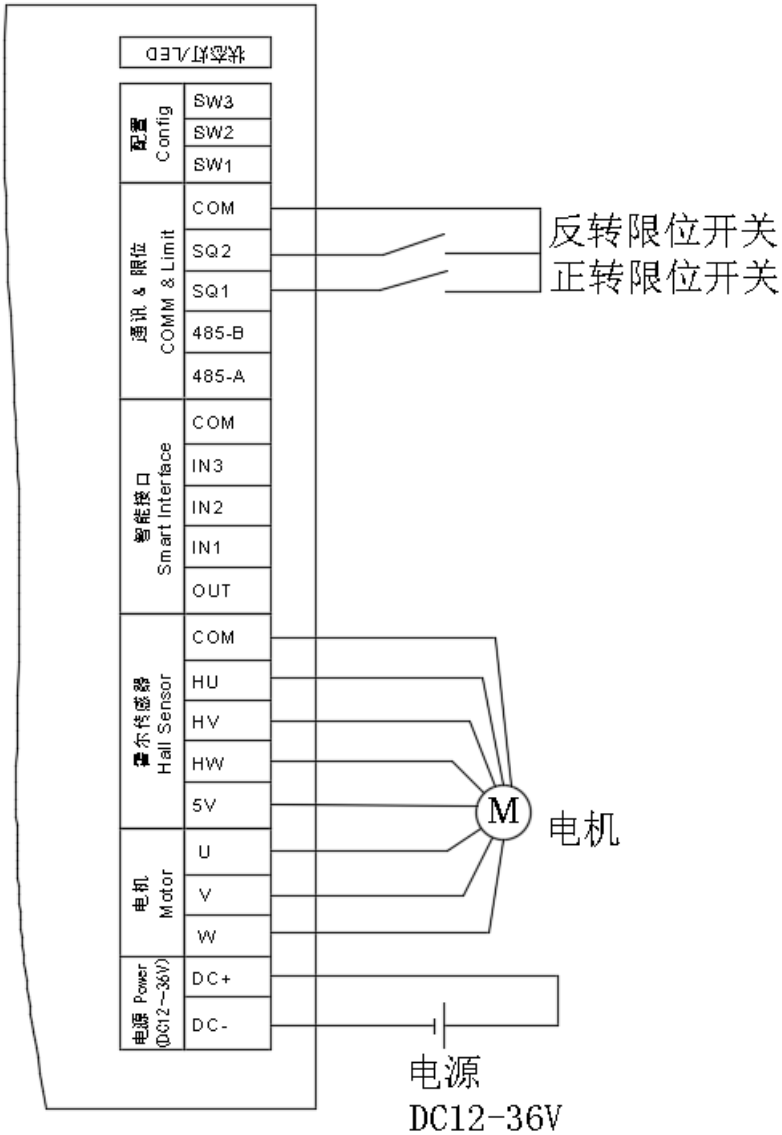

图 4.2 电机行程学习接线图
① 关闭电源，连接电源线。
② 电机与控制器接线，且控制器已完成电机的相序学习。
③ 两个限位开关接线：将终点位置限位开关接在控制器 SQ1 与 COM 间,控制电机正转方向限位；将起点限位开关接在控制器 SQ2 与 COM 间，控制电机反转方向限位。电机行程学习接线如图 4.2 所示。
④ 如果采用堵停方式限位时，则不需要接限位开关，但必须在高级参数中的位置控制参数设置复位模式为正转堵停复位或者反转堵停复位，且设置好合适的复位扭矩。
⑤ 刹车接口如果没有带电磁抱闸可不接,如果有带电磁抱闸,还需要利用配置软件将刹车接口设置为自动刹车。